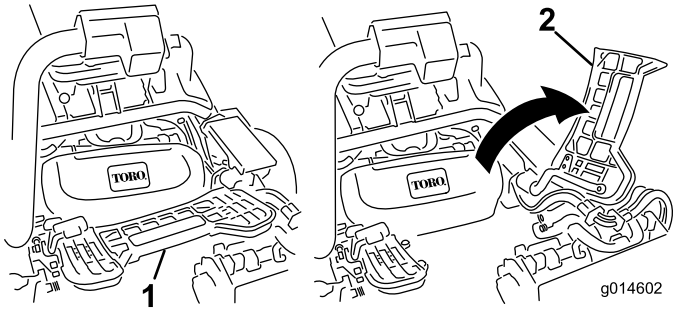

Figuur 31
2. Klap de voetsteun omhoog zodat u bij het middelste maaidek kunt (Figuur 31).